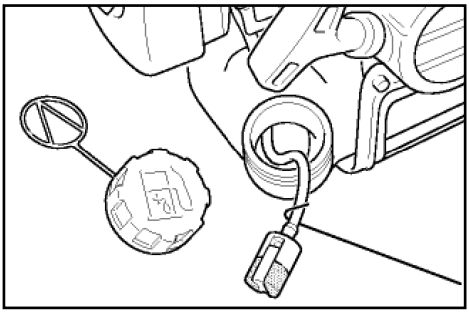

Рис. 14 Обслуживание топливного фильтра
3. Зацепите крючком топливный шланг с фильтром и вытяните через заливную горловину (Рис. 14).